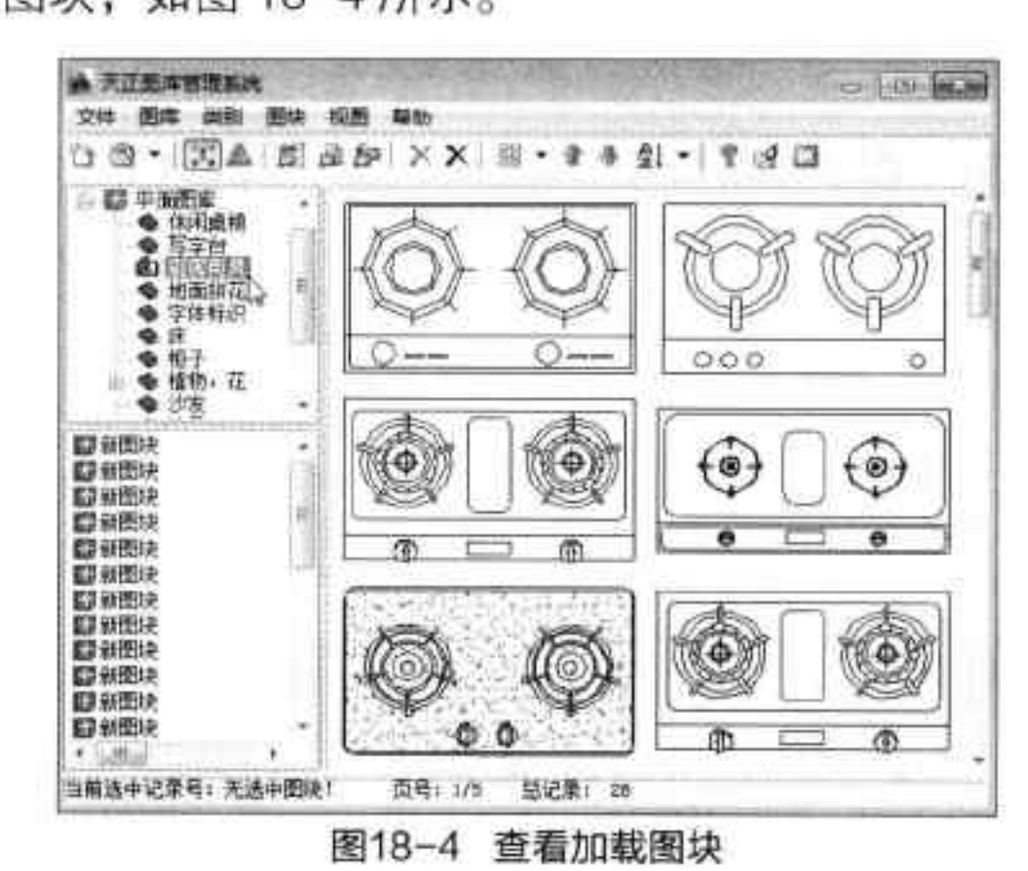

图18-4 查看加载图块
Step 04 在“天正图库管理系统”对话框中，单击“平面图库”折叠按钮，即可查看到加载的图块，如图 18-4 所示。